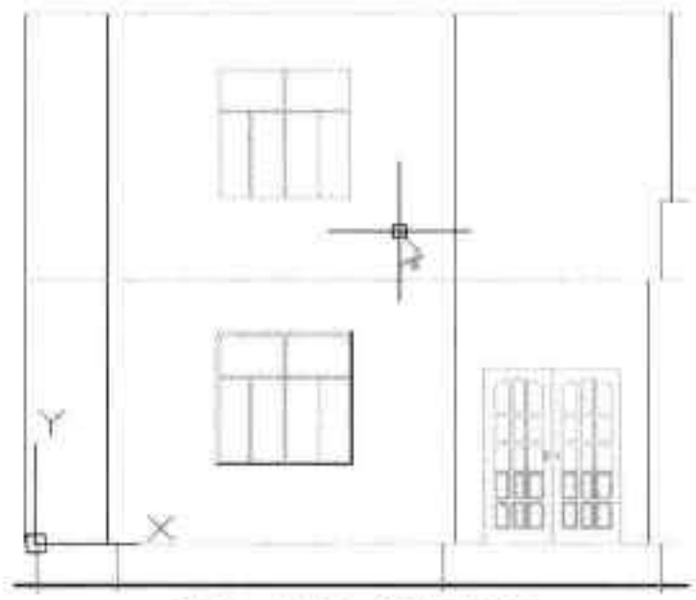

图18-101 添加窗套
Step32 单击“确定”按钮，完成窗套的添加操作，如图 18-101 所示。